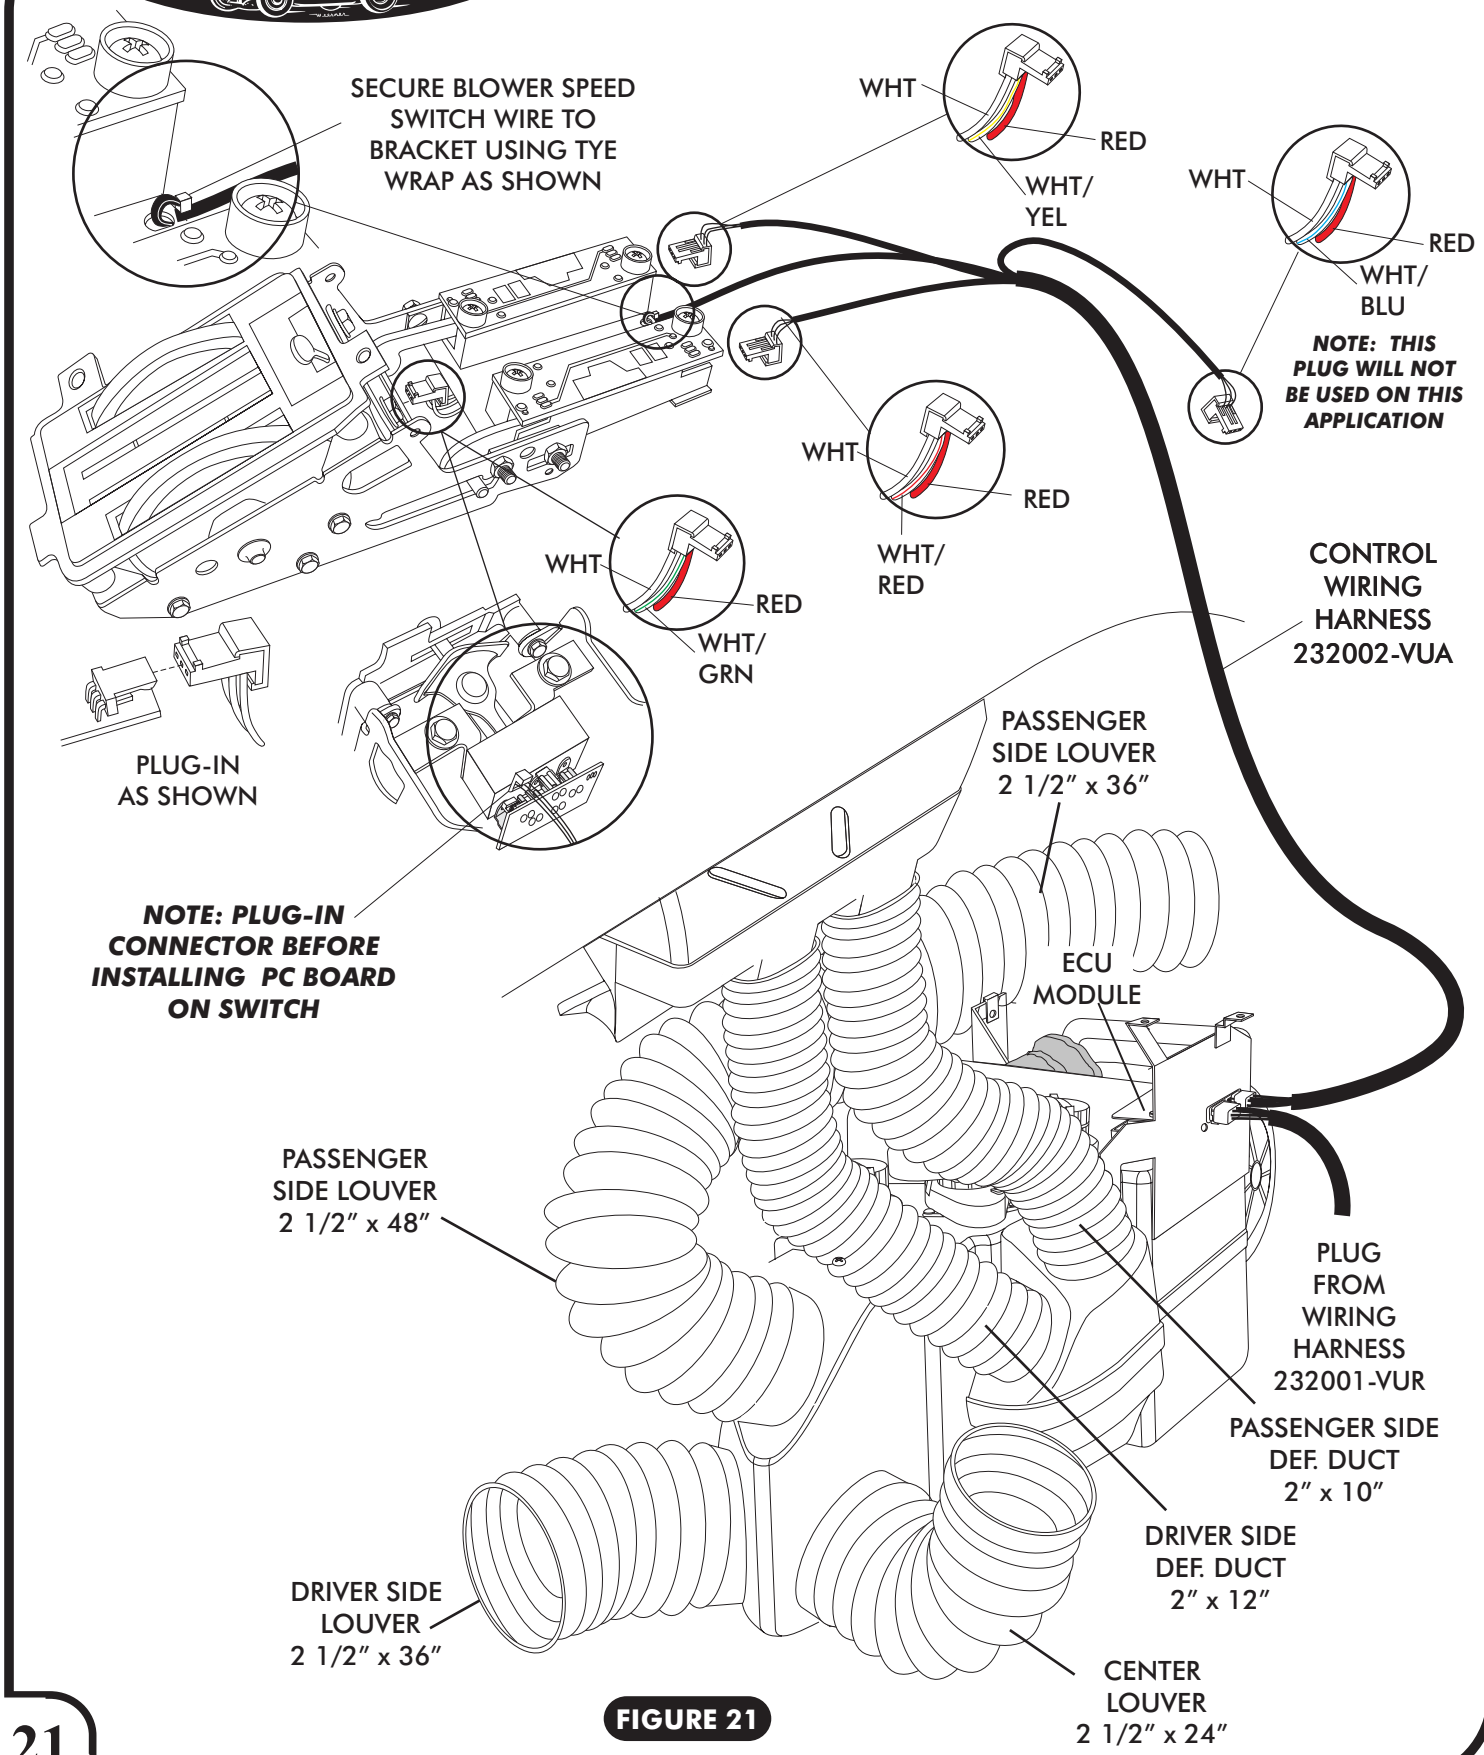

FIGURE 21
- ☐ INSTALL DUCT HOSES AS SHOWN IN FIGURE 21, PAGE 21.
- ☐ PLUG THE CONTROL PANEL HARNESS INTO THE ECU MODULE ON SUB CASE AS SHOWN. SEE FIGURE 21, PAGE 21.
- ☐ ROUTE THE CONTROL PANEL HARNESS UNDER THE CENTER DASH ASSEMBLY AND CONNECT THE CONTROL HARNESS TO THE CONTROL POTS AS SHOWN IN FIGURE 21, PAGE 21.